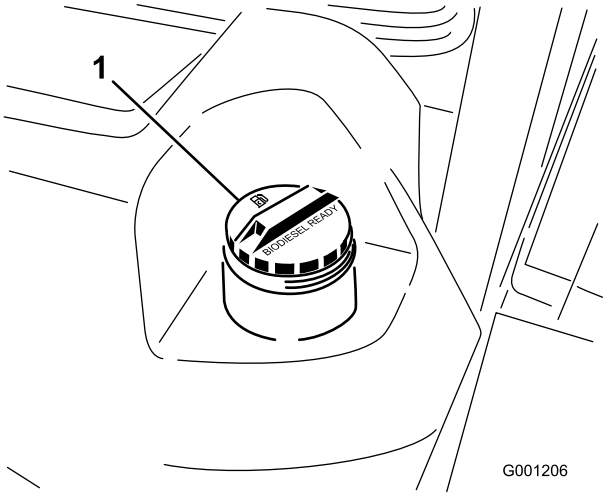

Figur 26
3. Ta bort locket från bränsletanken (Figur 26).